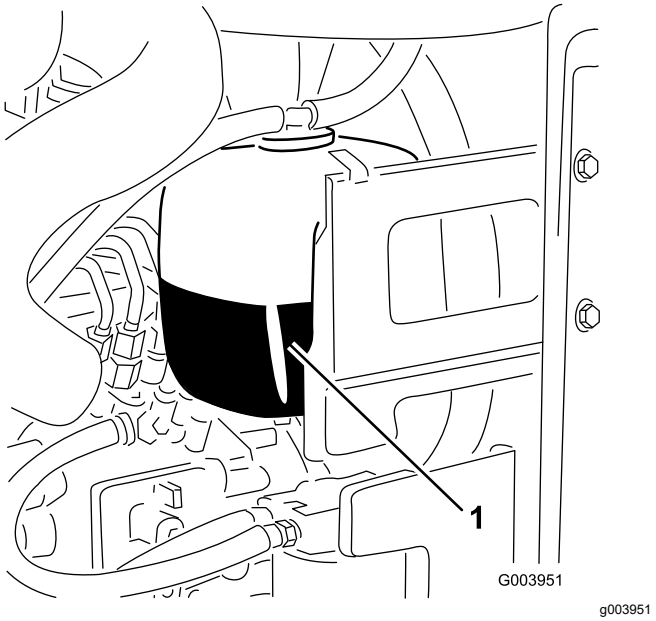

Figur 71
1. Kontroller kjølemiddelnivået i ekspansjonstanken (Figur 71).